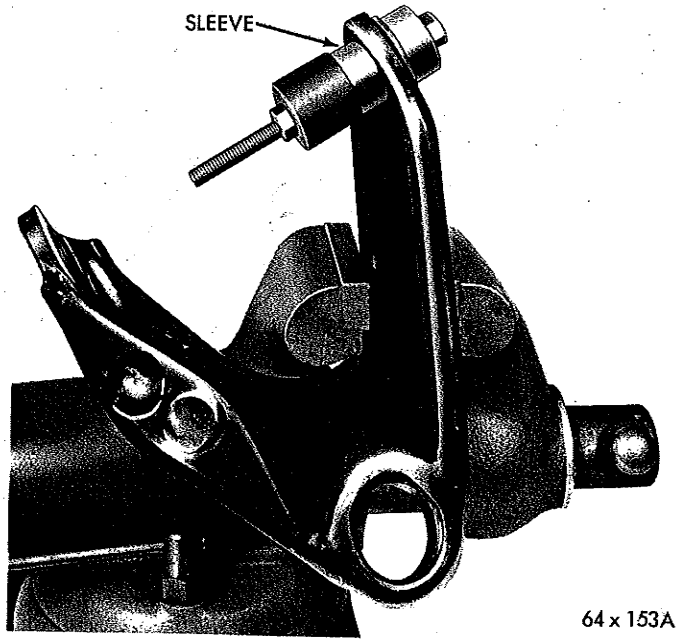

*Fig. 21—Installing Support Sleeve on Bushing*
(1) Position flange end of new bushing in Tool C-3710, (Tool C-3962 Fury) support control arm squarely, and force bushings into control arm (from outside) until tapered portion of bushing seats on the arm. **On Belvedere-Satellite police and taxi application (using bushing support sleeve) remove Tool C-3710 after bushing has been installed and install adaptor SP-3827 in place of SP-3233A cup on tool and install support sleeve on bushing (Fig. 21).**
(2) Install ball joint into arm using Tool C-3560 (Tool C-3714 Valiant). Tighten until seated (125 foot-